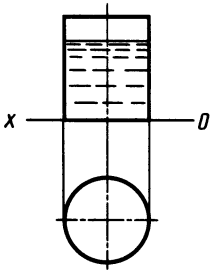

Рис. 229
97. Изобразите стакан (рис. 229) в положении, наклоненном до начала выливания из него жидкости.